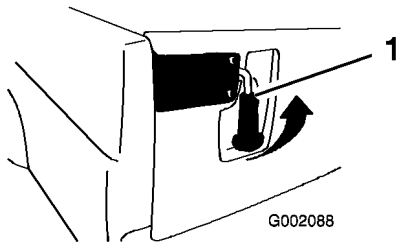

Figur 26
1. Lyft upp spärrhakarnas handtag för att öppna flakskyddets spärrhakar (Figur 26). Spärrhakarna kommer att fjädra ut mot flakskyddets mitt. Sänk flakskyddet sakta.